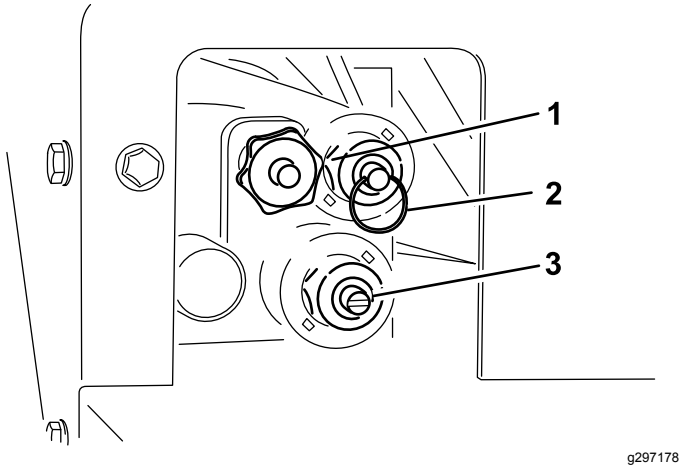

Rysunek 25
Sterowanie ręczne znajduje się po stronie kierowcy układu hydraulicznego (Rysunek 25).
- Aby wyregulować prędkość podłogi (Rysunek 25), obróć pokrętło w prawo. W systemie obsługi kodowanym kolorami stosowana jest maksymalna prędkość podłogi, więc regulacja ta jest możliwa przy braku przepływu hydraulicznego. Jest to bardzo przydatne, gdy kosz samowyładowczy jest pełen piasku.
- W celu uniesienia kosza (Rysunek 25) popchnij pierścień na trzpieniu zaworu.
- W celu opuszczenia kosza (Rysunek 25) pociągnij za pierścień na trzpieniu zaworu.
- Aby wyregulować prędkość rozrzutnika (Rysunek 25), użyj wkrętaka płaskiego, obracając go w prawo, aby ją zwiększyć, lub w lewo, aby ją zmniejszyć.